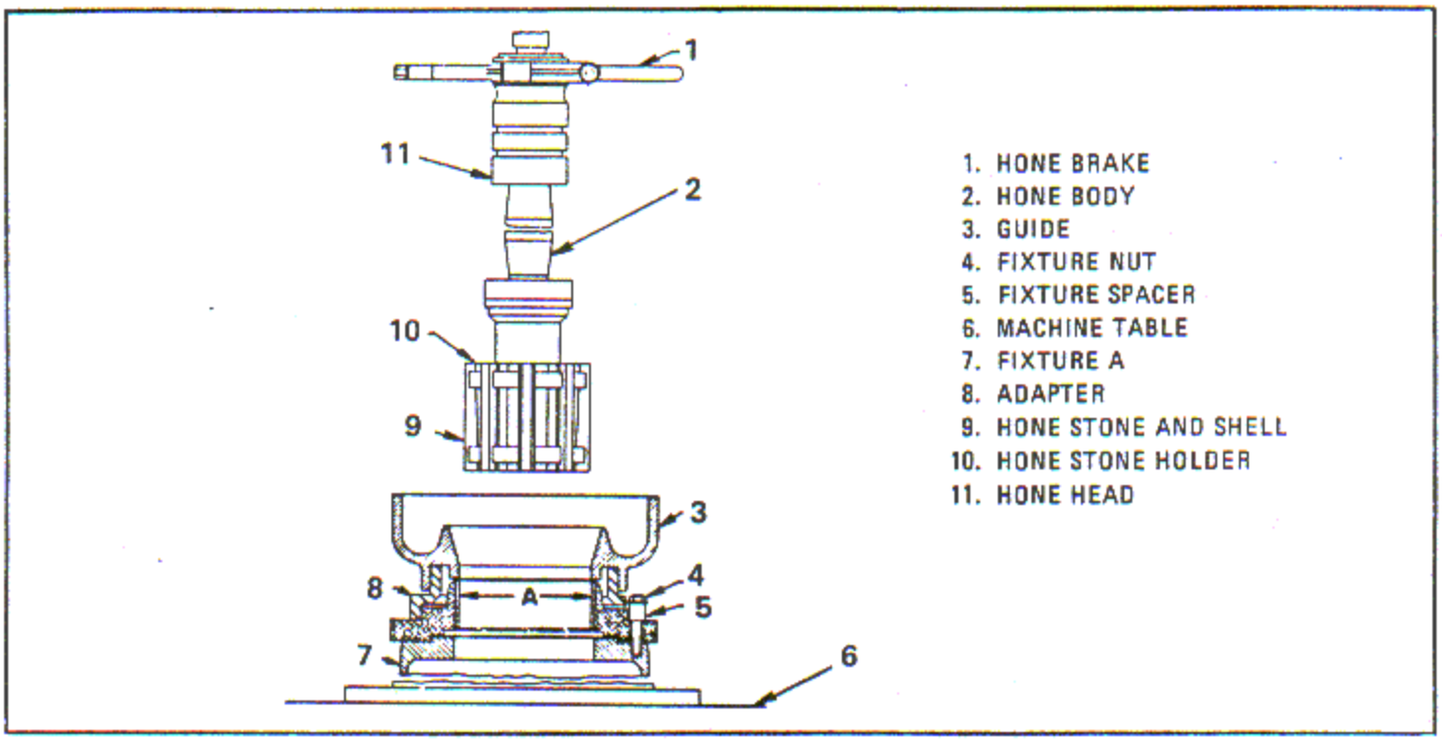

Figure 6-65. Honing Stationing Reduction Gear Support Sleeve (R1820-80 Series)
b. Fasten the stationary reduction gear support to a suitable fixture (7, figure 6-65) with the fixture spacers (5) and nuts (4) as shown. Indicate the inside diameter of the sleeve to be square, true and concentric with the honing machine spindle within 0.002 inch full indicator reading. Clamp the fixture to the table.
c. Place adapter (8) and a suitable guide (3) on the stationary reduction gear support as shown.
d. Attach hone body (2), hone stone and shell (9), hone stone holder (10), and hone head (11) and brake (1), to the machine spindle. Adjust the spindle to run at approximately 89 rpm.